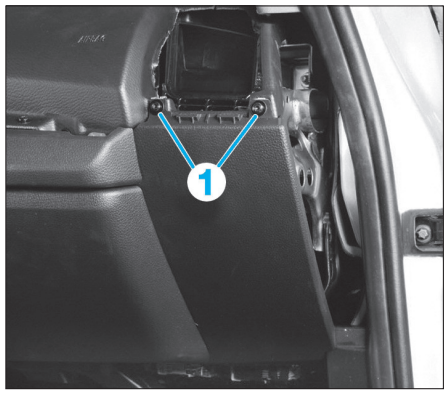

Fig. 29
• Déposer les deux vis (1) **(Fig.29)**.